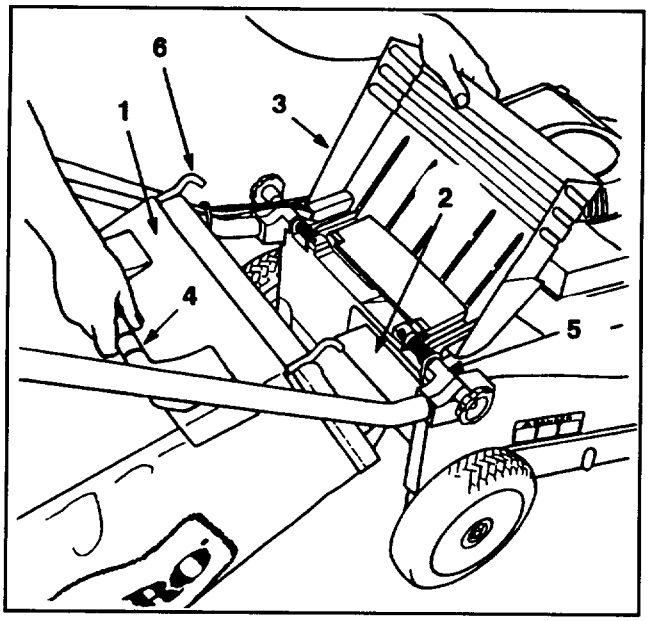
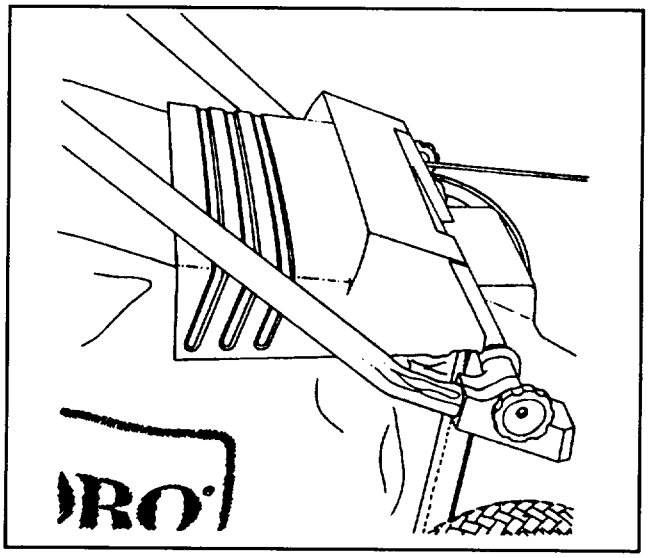

Abbildung 12
Abbildung 13
2. MONTAGE DES SACKS—Die Auswurfklappe anheben, den Ansatz des Sacks in die Auswurföffnung schieben und den Sackrahmen auf den Haltebolzen am Gehäuse schieben (Abb. 12). Die Auswurfklappe soll auf der Oberseite des Sacks aufliegen (Abb. 13).